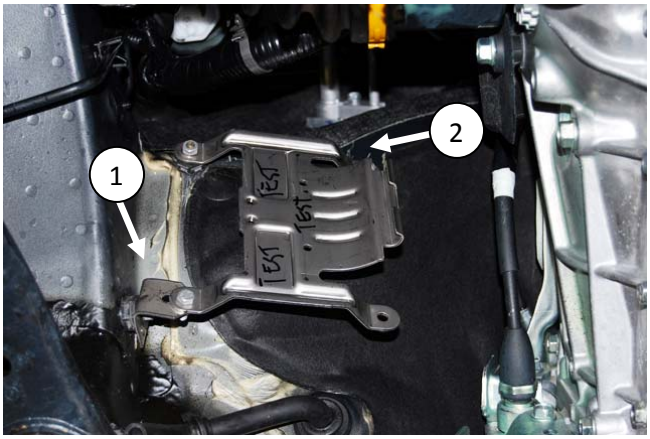

Bilde 4
Bor et Ø9mm hull (1) ca 2 cm fra kanten på isolasjonen. Hold varmerholderen i rett posisjon *(se bilde 4)* og merk av hull (2), skjær ut isolasjon og bor et Ø9mm hull.
Pass på at det er klaring mellom varmer og andre komponenter, om nødvendig må plasseringen av varmer justeres litt ved å etterjustere vinkelen på braketten *(bilde 4)*.